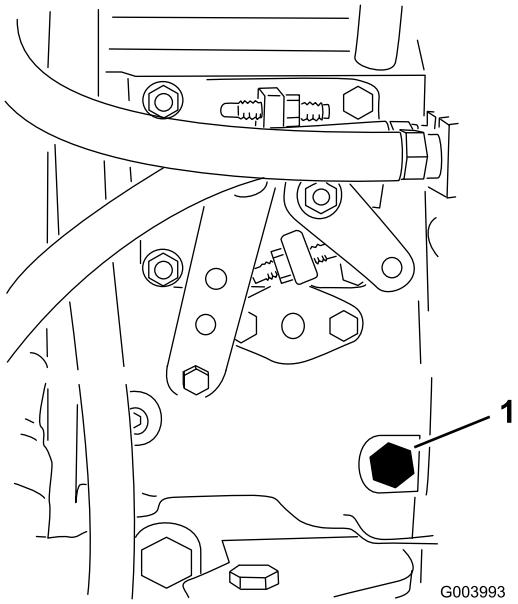

Figur 33
3. Åbn udluftningsskruen på brændstofindsprøjtnings-pumpen (Figur 33) med en 12 mm nøgle.